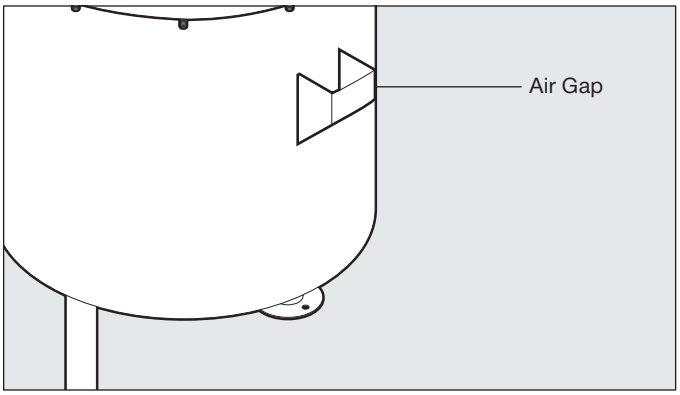

*Figure 9. Air Gap*
***IMPORTANT NOTE:*** *This air gap meets ASME A112.1.2-2012 standard and eliminates the need for a vacuum breaker installed with the system (see Figure 9).*